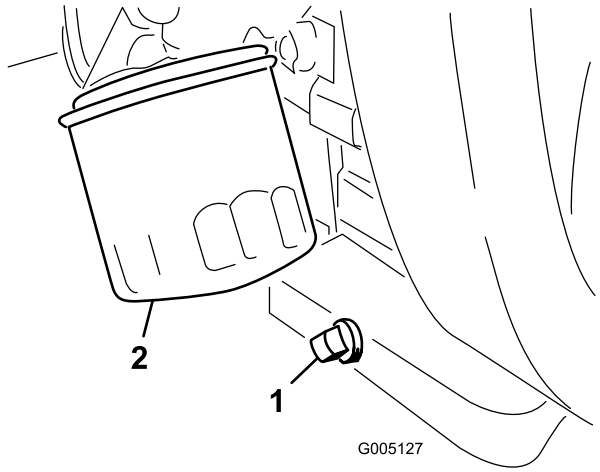

Figur 44
1. Afmonter den bageste aftapningsprop (Figur 44), og lad olien løbe ned i en drænbakke. Monter aftapningsproppen igen, når olien holder op med at løbe.
2. Fjern oliefilteret (Figur 44). Påfør et let lag ren olie på den nye filterpakning.